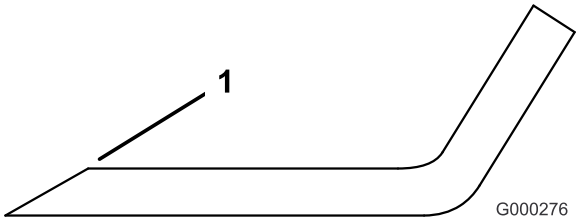

Figur 86
1. Slipa eggarna i båda ändar av kniven med en fil (Figur 86). Behåll ursprungsvinkeln. Kniven behåller balanseringen om samma mängd material avlägsnas från båda eggarna.